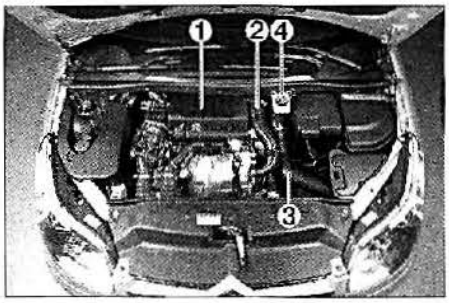

FIG. 33
- la tapa motor (1) **(fig. 33)**
- los conductos de aire (2) y (3).